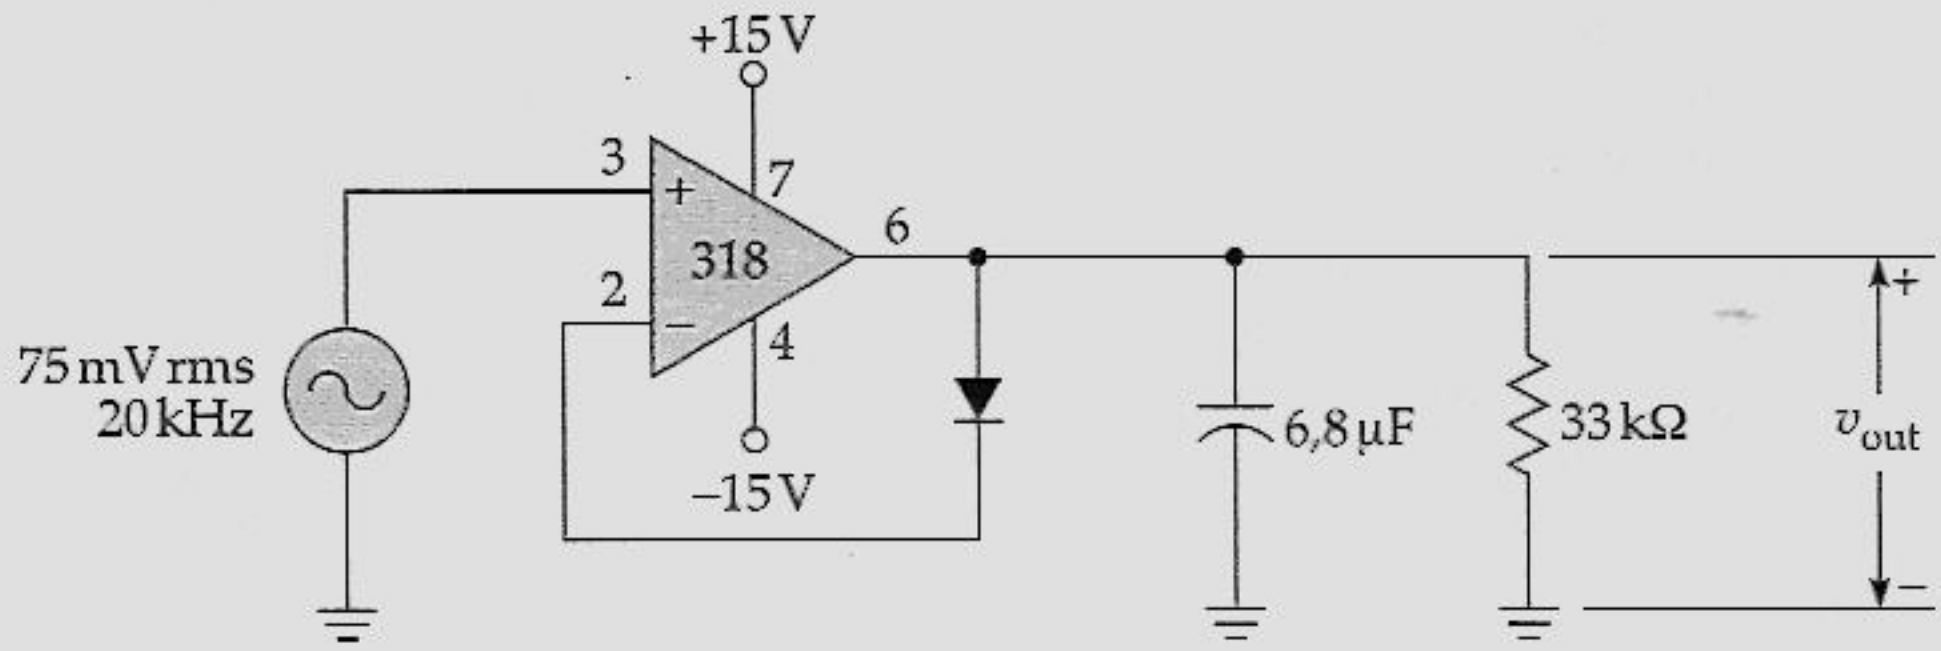

Figura 21.36 Exemplo.
21.1 Qual a tensão de saída do circuito da Figura 21.36?
21.2 Qual a menor freqüência recomendada para o circuito da Figura 21.36?
21.3 Suponha que o diodo da Figura 21.36 esteja invertido. Qual a tensão de saída?
21.4 A tensão de entrada do circuito da Figura 21.36 é alterada de 75 mV rms para 150 mV de pico a pico. Qual a tensão de saída?